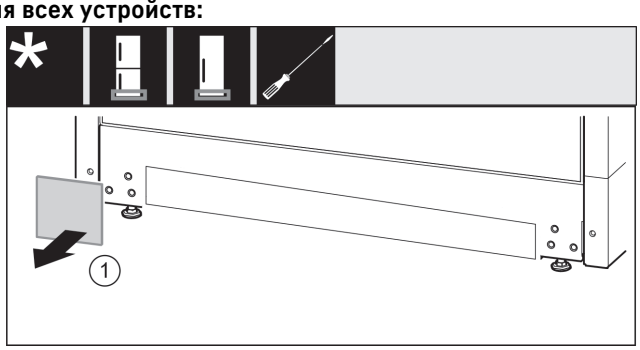

Fig. 12
▶ Снимите крышку. *Fig. 12 (1)*